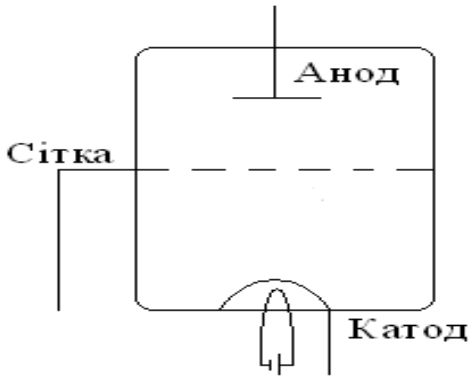

Рисунок 40
*Тріод***.** Щоб керувати силою струму в електронній лампі, в неї вводять третій додатковий електрод, який називають сіткою (рис. 40). На сітку подають змінний потенціал, який керує рухом електронів від катода до анода.